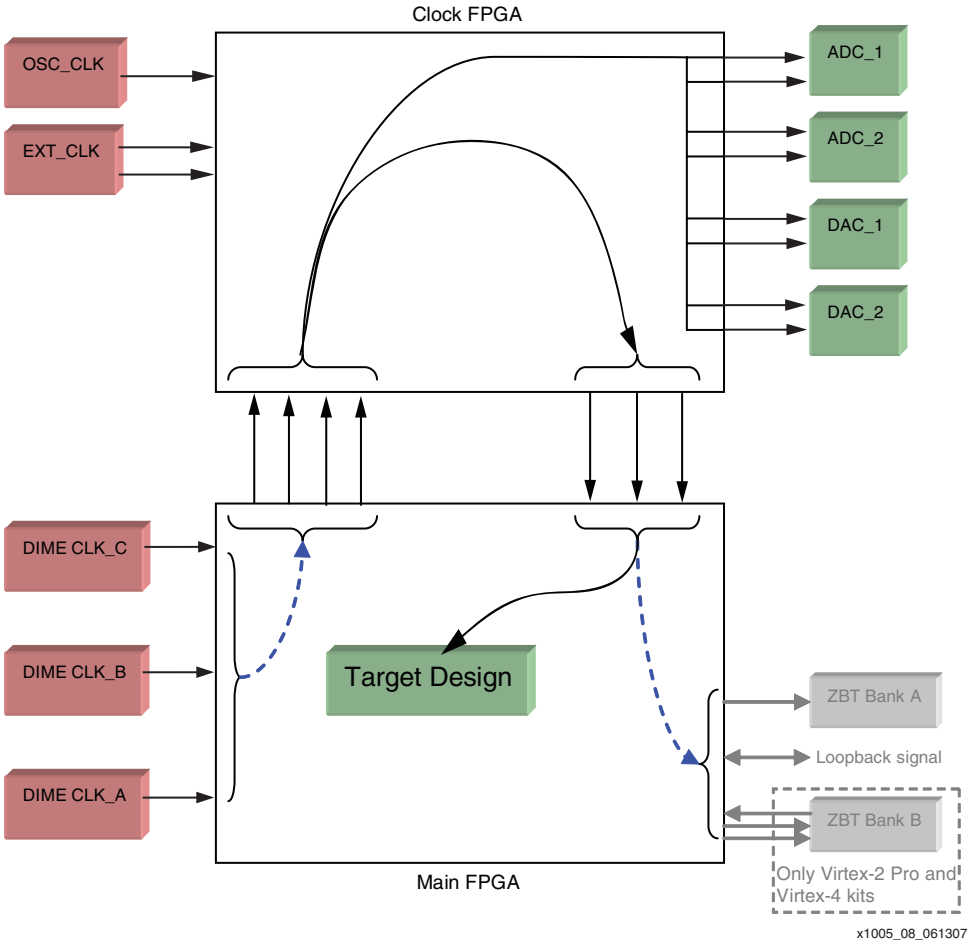

*Figure 9:* **How to Configure Both FPGAs When Using DIME Clocks to Drive the ADCs/DACs and the Main FPGA**
When using ADCs or DACs, it is necessary to route clocks to them. This is shown in Figure 9. The user decides which DIME clock to use, as well as which nets between the clock and main FPGA to use. There is no limitation and any DIME clock can be used with any nets between the two FPGAs as long as the net directions match the arrows in Figure 9.
1. During HW-Cosimulation, System Generator for DSP creates the routes shown with dotted blue lines in Figure 9. These routes route the DIME clock to the clock FPGA and the necessary clocks to the ZBT RAM. When using a design outside of the System Generator for DSP environment, it is necessary to create these routes manually. For more details, see the "Manually Creating Clock Routing Paths for the DIME Clocks" section.
2. When using a design outside of the System Generator for DSP environment, a clock routing scheme as shown in Figure 9 is recommended. This scheme minimizes the skew between the clocks feeding the ADCs/DACs and the user's target design.